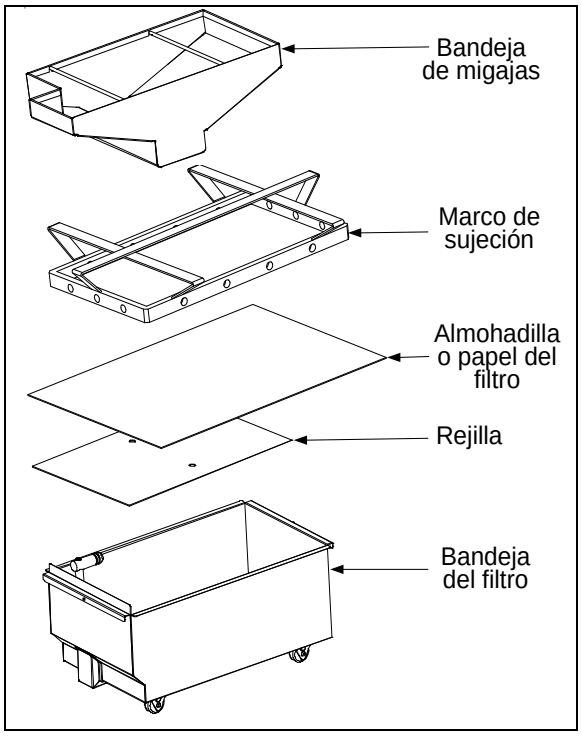

Figura 8
1. Saque la bandeja del filtro del gabinete y quite la bandeja de migajas, el marco de sujeción, el papel de filtro y la rejilla de filtro (consulte la Figura 8). Limpie todos los componentes con una solución de detergente y agua caliente y seque completamente.